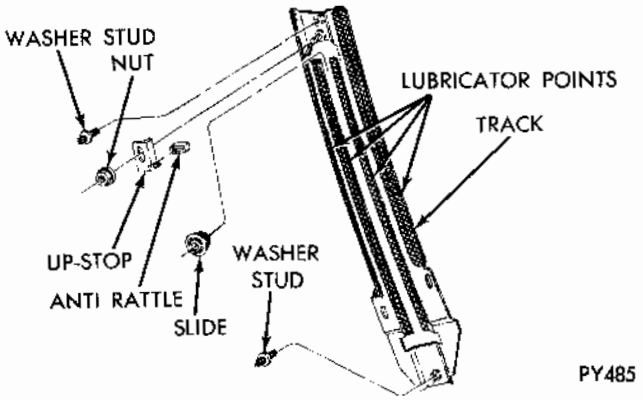

Fig. 14 - Front Track Adjuster
FRONT TRACK ADJUSTER (Fig. 14)
(1) Position track weld nut and stud assembly on bench.
(2) Assemble anti-rattle to up-stop quarter window glass front.
(3) Sub-assemble up-stop and anti-rattle assembly item $2 to track assembly item 1 utilizing upper weld stud to locate up-stop and snug secure in pull up position.
(4) Secure with nut and washer assembly.
(5) Assemble washer stud upper and lower slide track.
(6) Apply lubricant to points shown in (Fig. 14).
(7) Assemble slide to lubricated center tracks and slide to bottom.